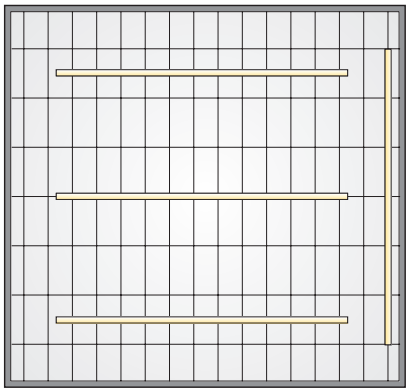

Figure 7 – Industrial Classroom Suspended Lighting Design
- If luminaires are mounted sufficiently high in the space, they may be best installed in rows (see Figure 7 below), which in turn permits luminaires to be wired end-to-end, minimizing electrical construction and reducing the number of points where structural support or seismic bracing are required. Luminaires may be suspended on aircraft cables, chains, rigid stems, or may be attached to the surface of the roof or structure above. The lighting system should be mounted to maintain clearances for equipment, overhead doors, etc.